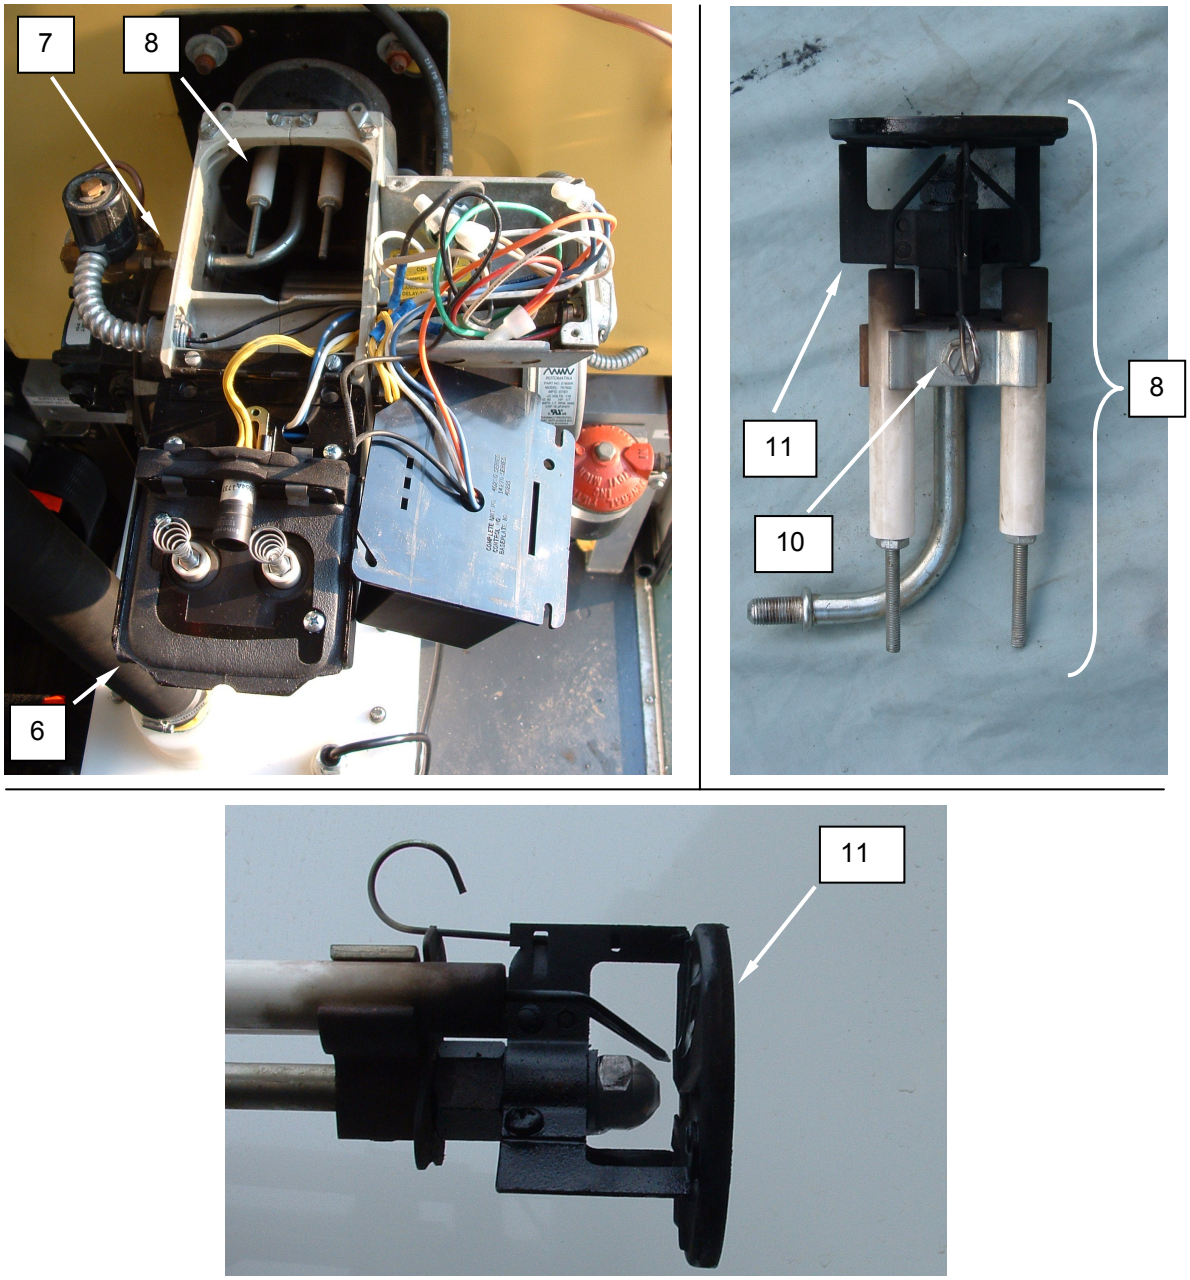

Figure 4. Replace the Flame Retention Head.
2. Remove screws retaining transformer **(Figure 4, Item 6)**, and swing transformer up and out of the way.
3. Loosen compression nut retaining the fuel solenoid **(Figure 4, Item 7)** to the nozzle assembly **(Figure 4, Item 8)**.
4. Remove the locknut retaining the nozzle assembly **(Figure 4, Item 8)**, and remove the nozzle assembly.
5. Loosen the clamp **(Figure 4, Item 10)** retaining the electrodes
6. Loosen clamp screw on the flame retention head **(Figure 4, Item 11)** and remove the flame retention head.
7. Install the replacement flame retention head **(Figure 4, Item 11)** and tighten the clamp screw.
9. Install the nozzle assembly **(Figure 4, Item 8)** into the burner, and retain with locknut.
10. Connect the fuel solenoid **(Figure 4, Item 7)** to the nozzle assembly **(Figure 4, Item 8)**, and tighten compression nut.
11. Swing transformer **(Figure 4, Item 6)** back into place and retain with screws.